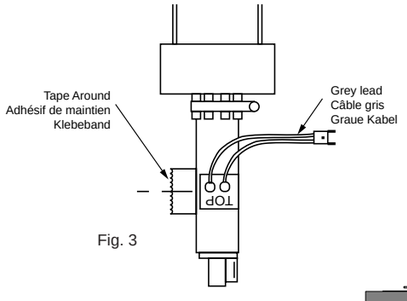

Fig. 3
5. Retirer soigneusement le flexiboard (Self BSVM) collé sur le col du tube (Fig.3).
4. Carefully remove the flexiboard BSVM coil fixed to the neck of the tube (Fig. 3).